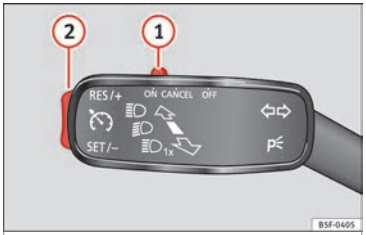

Fig. 170 Turn signal and main beam headlight lever: switch and rocker switch for the cruise control.
- Move the switch ››› Fig. 170 (1) towards the left to **ON**.
- Briefly press the lower part of the rocker switch **SET–** ››› Fig. 170 (2) once when you have reached the speed you wish to set.
- Press the upper part of the rocker switch **RES+** ››› Fig. 170 (2) to increase the speed. The vehicle will continue to accelerate as long as you keep the rocker switch pressed. When you release the switch, the new speed is stored.
- Press the lower part of the rocker switch **SET–** ››› Fig. 170 (2) to reduce the speed. The vehicle will automatically reduce its speed for as long as you keep the switch pressed. When you release the switch, the new speed is stored.
Cruise control is switched off if you reduce speed by depressing the brake pedal. Reactivate the control by pressing once on the upper part of the rocker switch **RES+** ››› Fig. 170 (2).
- when the lever (1) is moved in the direction of **OFF** without being fully engaged. »
To resume cruise control, release the brake or clutch pedal or reduce the vehicle speed to less than 180 km/h (112 mph) and press once on the upper part of the rocker switch **RES+** ››› Fig. 170 ②.
The system **is completely turned off** by moving the control ››› Fig. 170 ① all the way to the right hand side (set into the OFF position), or when the vehicle is stationary, switching off the ignition.